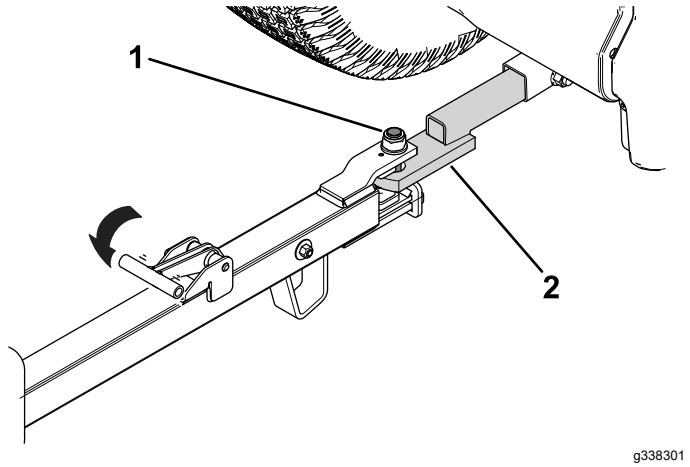

Figur 27
2. Justera dragstångssprinten efter bogserfordonets dragkrok (Figur 27).
3. Lossa dragstångshandtaget (Figur 27) för att fästa släpet vid bogserfordonets dragkrok.